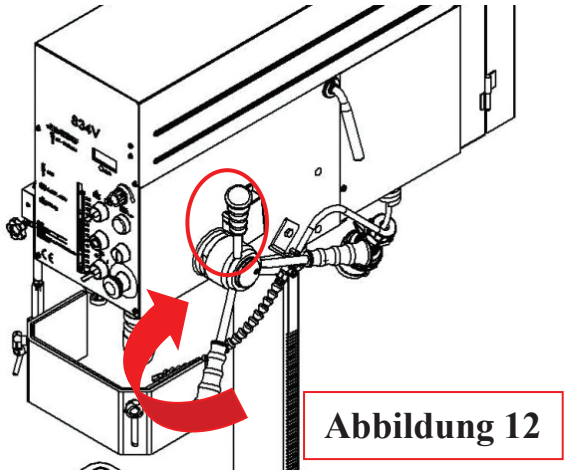

Abbildung 12
2. Diese Maschinen haben eine spezielle Konstruktion zum Gewindeschneiden, eine Schnellwechseleinrichtung. Wenn die Spindel sich beim Gewindeschneiden rückwärts drehen soll umkehrt und Sie die Gewindeschneidspitze einziehen möchten, ziehen Sie nur den Griff nach oben (**Abbildung 12.**)